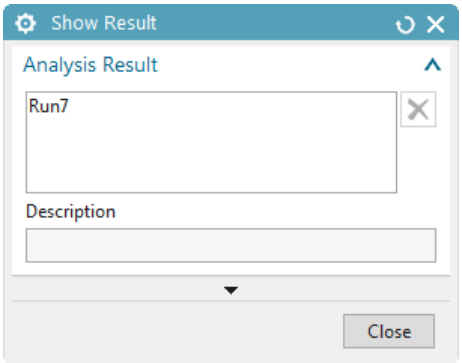

Figure 2-45 *The* ***Show Result*** *dialog box*
6. Choose the **Show Result** tool from the **Settings** group; the **Show Result** dialog box is displayed, refer to Figure 2-45.